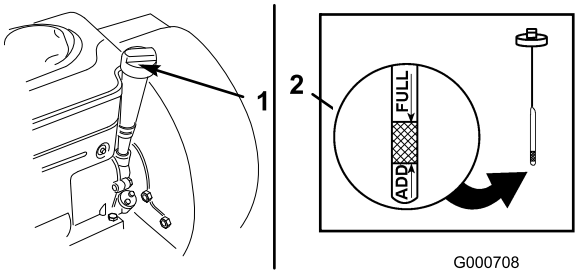

Figur 15
3. Rengør området rundt om oliepinden (Figur 15).
4. Træk oliepinden ud, og tør metalenden ren (Figur 15).
5. Før oliepinden helt ind i påfyldningsrøret, og stram den til (Figur 15).